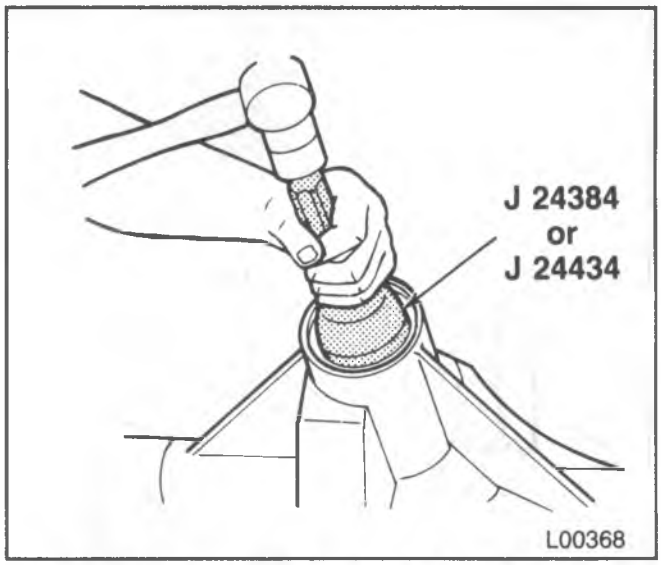

Figure 35—Installing Pinion Oil Seal into Bore
Install or Connect (Figure 35)
1. Oil seal into the bore using J 24384 (figure 35). Refer to figure 24 for proper pinion depth installation.
1. Bolts (70) and washers (71).
2. Hub cap (72).
- Thread J 2619-01 into the tapped hole on the axle shaft (74) flange (figure 35).